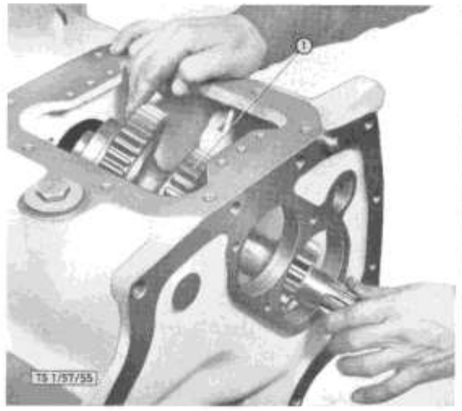

Bild 107: **Einbauen der Vorgelegewelle**
1. Vorderes Kugellager (104/42) auf seinen Sitz auf der Vorgelegewelle pressen, diese in das Gehäuse einführen (Bild 107) und lose in ihre Lager legen.